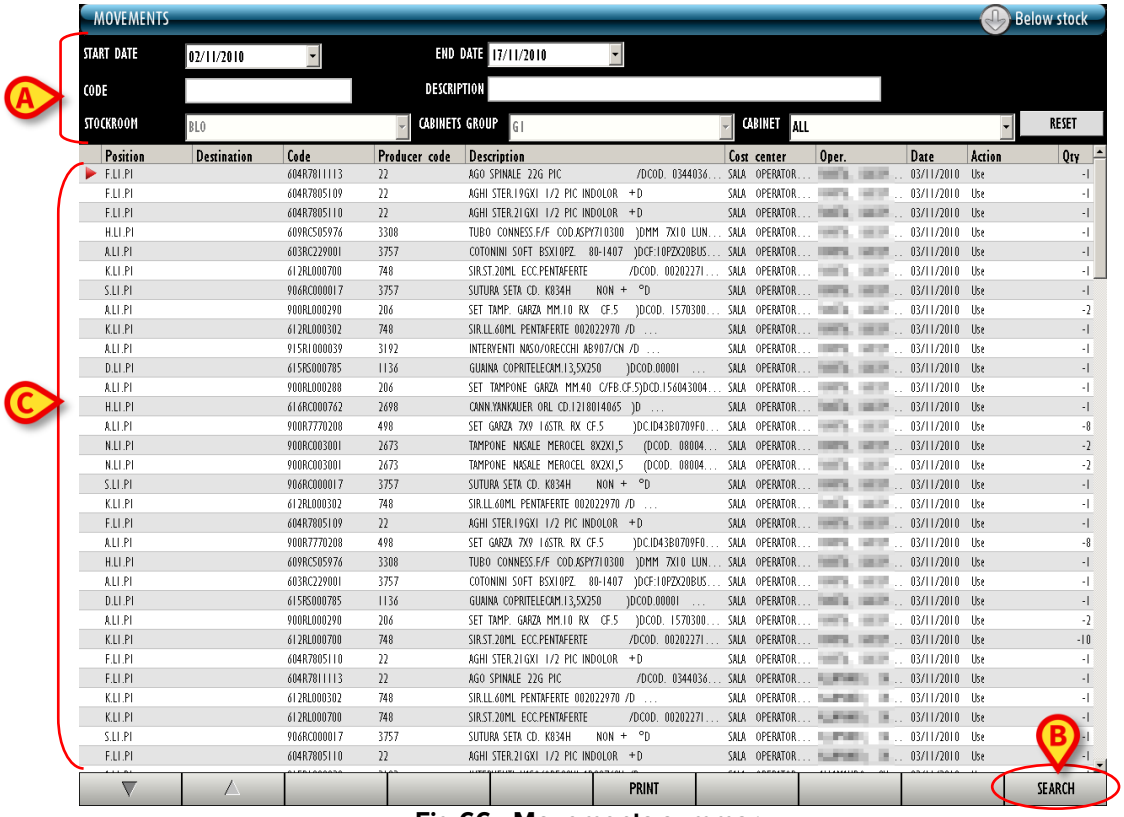

Fig 66 - Movements summary
- Insert the values in the search fields (Fig 66 **A**).
- Click the **Search** button on the command bar (Fig 66 **B**).
The list of movements corresponding to the values specified in the search fields is displayed (Fig 66 **C**).